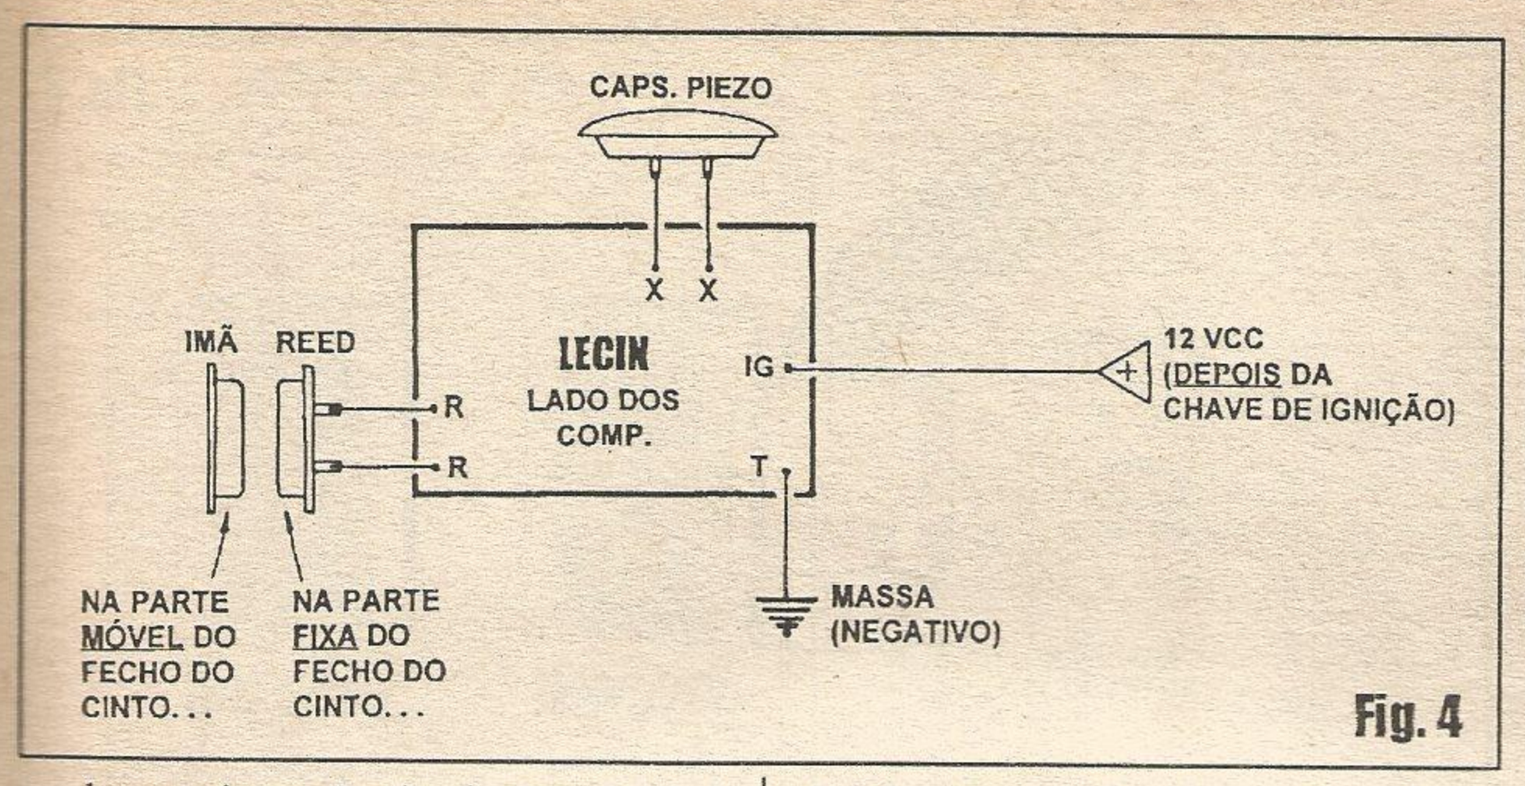

Fig. 4
**- FIG. 4 - CONEXÕES EXTERNAS À PLACA** - Na figura anterior víamos alguns pontos próximos às bordas da plaquinha, codificados por letras, porém *aparentemente não aproveitados*... Destinam-se eles às conexões externas, agora demonstradas: os pontos **X-X** devem ser ligados (por pedacinhos curtos de fio isolado) aos terminais da cápsula piezo; o ponto **T** deve ser encaminhado (de preferência por fio **preto**, para manter o código convencional de polaridade...) à *terra*, massa do veículo ou **negativo** da alimentação geral; o ponto **IG** destina-se à ligação (via fio **vermelho**, sugerimos...) - esta feita com cabinho isolado mais longo - à chave de ignição... Finalmente, aos pontos **R-R** devem ser ligados os dois terminais do REED encapsulado (ou diretamente - VEJAM PRÓXIMAS FIGURAS - ou através de pedacinhos curtos de cabinho isolado...). Por razões de lógica mecânica da própria acomodação da placa no *container*, algumas das mostradas ligações devem ser feitas já com o impresso *semi-posicionado* no seu lugar definitivo... O bom senso dirá, quando isso se mostrar necessário (de qualquer modo, uma ferramenta essencial à bancada de todo verdadeiro hobbysta, é o bom e velho *sugador de solda*, para eventualmente *desfazer* conexões, permitindo o re-arranjo da cabagem de modo mais lógico e confortável...).